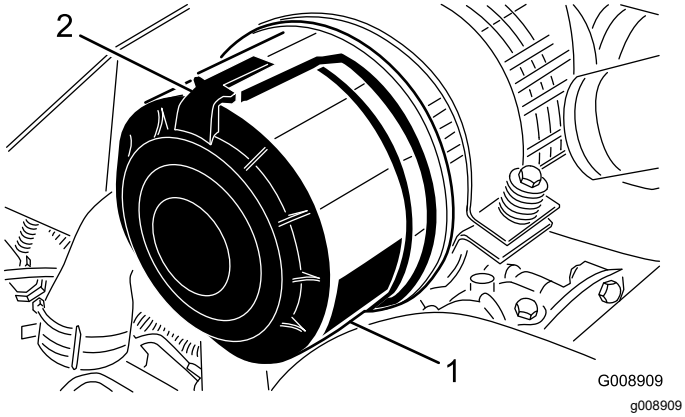

Figur 58
1. Lossa spärrhakarna som fäster luftrenarkåpan på luftrenarhuset (Figur 58).